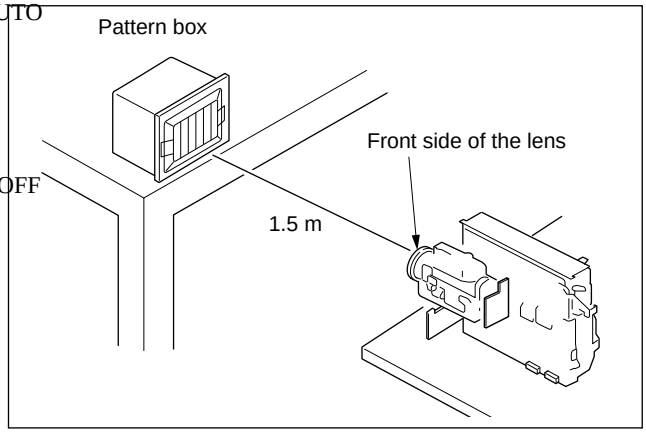

Fig. 6-1-2
1) Set the camera and pattern box as shown in Fig. 6-1-2.